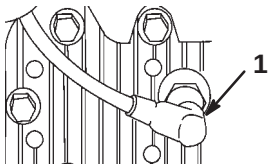

Abbildung 6
1. Das Kabel von der Zündkerze abziehen (Abb. 6).